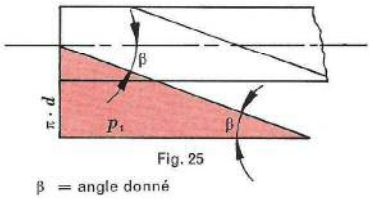

Fig. 25
2. L'angle est donné (fig. 25)